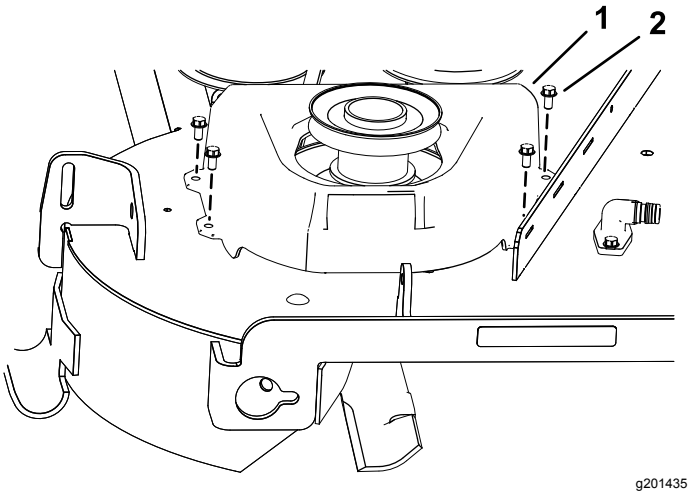

Bild 12
4. Befestigen Sie die neue Riemenabdeckung mit den vier vorher entfernten Schrauben (¼" x ½") über der Riemenscheibe, wie in Bild 12 abgebildet.